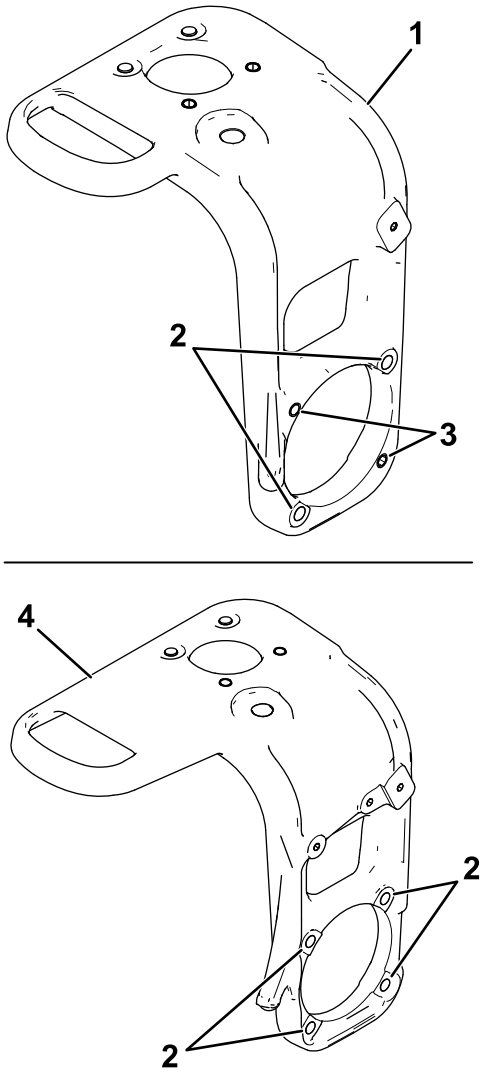

Figur 4
3. Kontrollér, om maskinen har en styrehjulsgaffel med 4 gevindhuller eller en kombination af 2 gevindhuller og 2 gennemgående huller, hvor hjulmotorsamlingen monteres på styrehjulsgaflen (Figur 4).